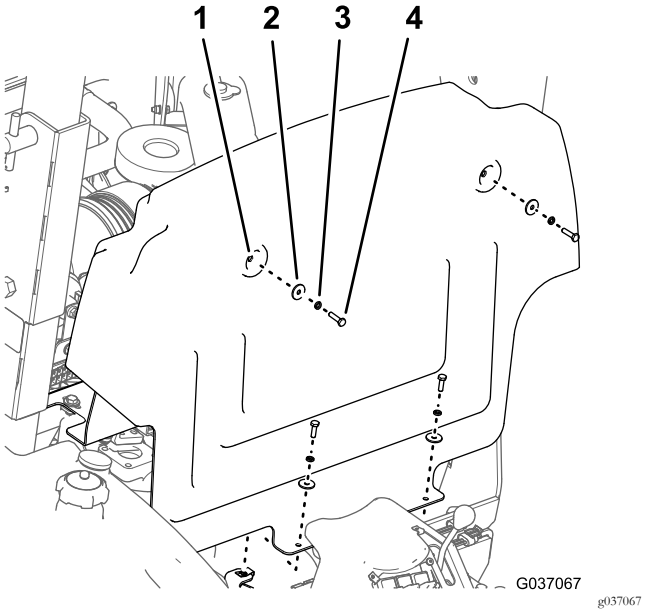

Rysunek 28
1. Wykręć 4 śruby (6 x 25 mm), 4 podkładki zabezpieczające (6 mm) i 4 podkładki płaskie (6 mm) mocujące panel przegrody do ramy maszyny (Rysunek 28).
2. Przesuń panel do góry i do przodu, a następnie wyjmij go z maszyny (Rysunek 28).
1. Ustaw 4 otwory panelu przegrody równo z 4 nakrętkami zaciskowymi w ramie; patrz Rysunek 28.
2. Zamocuj panel przegrody do ramy maszyny za pomocą 4 śrub, 4 podkładek zabezpieczających i 4 podkładek płaskich; patrz Rysunek 28.